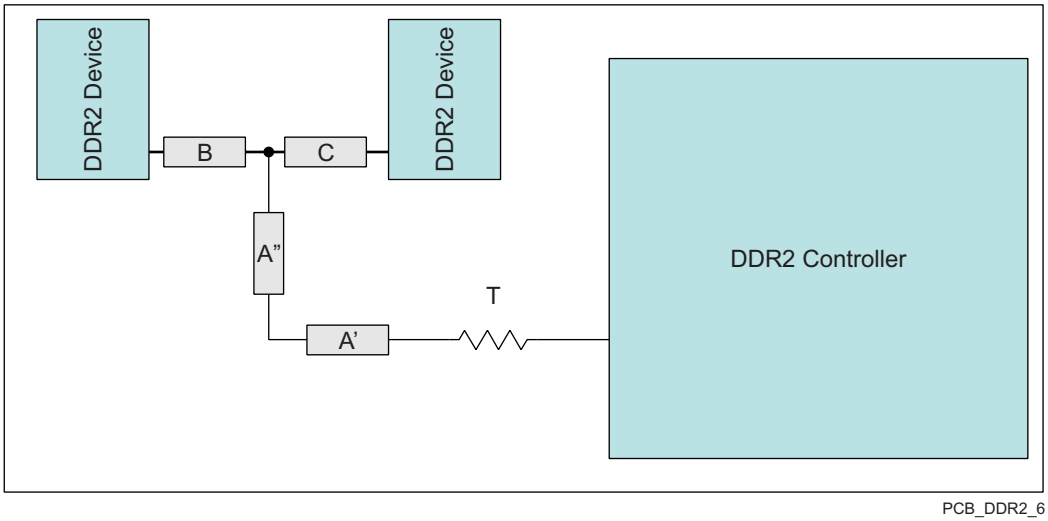

Figure 7-52. CK and ADDR_CTRL Routing and Topology
Figure 7-52 shows the topology of the routing for the CK and ADDR_CTRL net classes. The route is a balanced *T* as it is intended that the length of segments B and C be equal. In addition, the length of A = (A'+A") should be maximized.
(1) The length of segment A = A' + A″ as shown in Figure 7-52.
(2) Series terminator, if used, should be located closest to the Device.
(3) Center-to-center spacing is allowed to fall to minimum 2w for up to 500 mils of routed length to accommodate BGA escape and routing congestion.
(4) This is the longest routing length of the CK and ADDR_CTRL net classes.
(5) Length of A should be maximized.